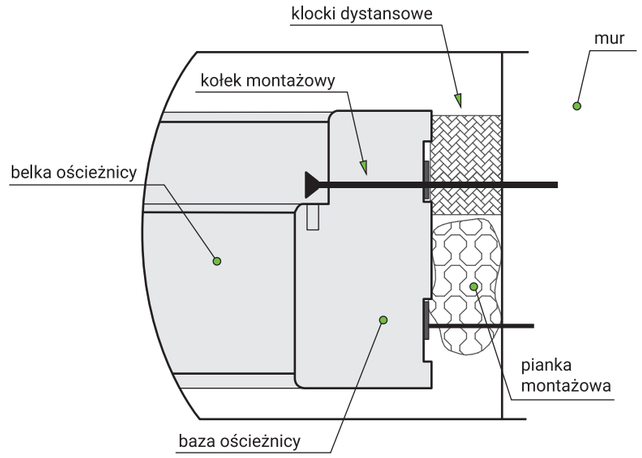

rys. 4 - Mocowanie ościeżnicy do muru (widok od dołu)
10. Sprawdzone ościeżnice przymocować na sztywno przy pomocy kołków (dybli) montażowych (strona klienta) dostosowanych do rodzaju ściany. Ze względów estetycznych zaleca się wykonanie mocowań w felcu pod uszczelką, poniżej zawiasu górnego i dolnego oraz zaczepu zamka (**rys. 4**).